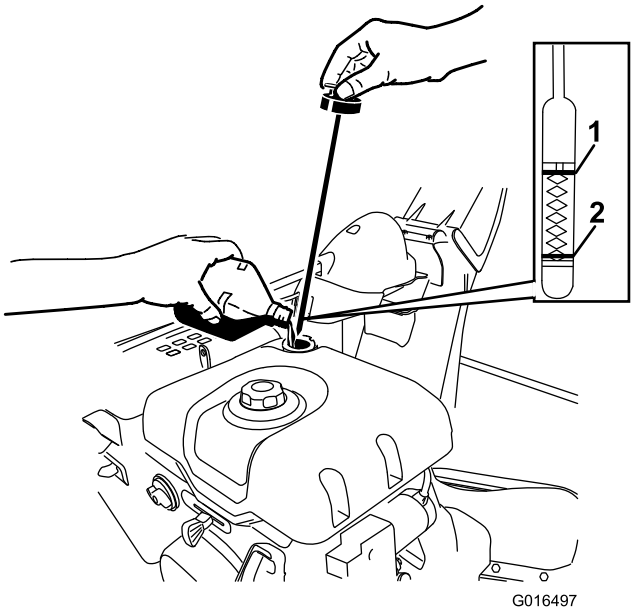

Figura 19
1. Togliete l'asta di livello ruotando il tappo in senso antiorario e versate **lentamente** l'olio nel tubo di riempimento fino a portarne il livello al segno di pieno (Full) sull'asta. **Non riempite troppo.** (Figura 19).